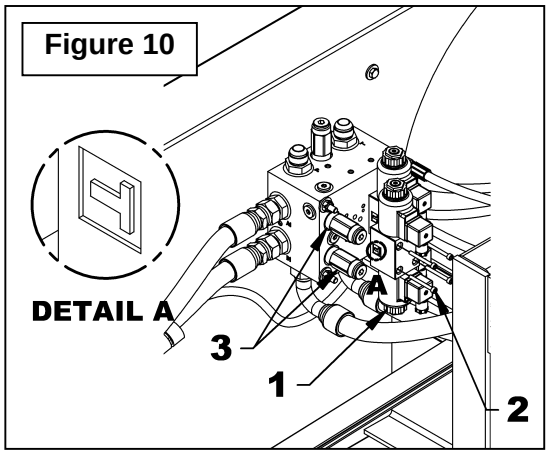

Figure 10
11. **Figure 10:** Fixer la valve électro-hydraulique (item 1) au bloc avec les quatre vis à tête cylindrique (item 2) fournies avec la valve en s'assurant que les joints toriques de la valve sont bien en place sur la valve.
IMPORTANT: S'assurer de fixer la valve dans le bon sens. Elle doit avoir l'indication "T" du côté des valves de surpressions (fig. 10 item 3).